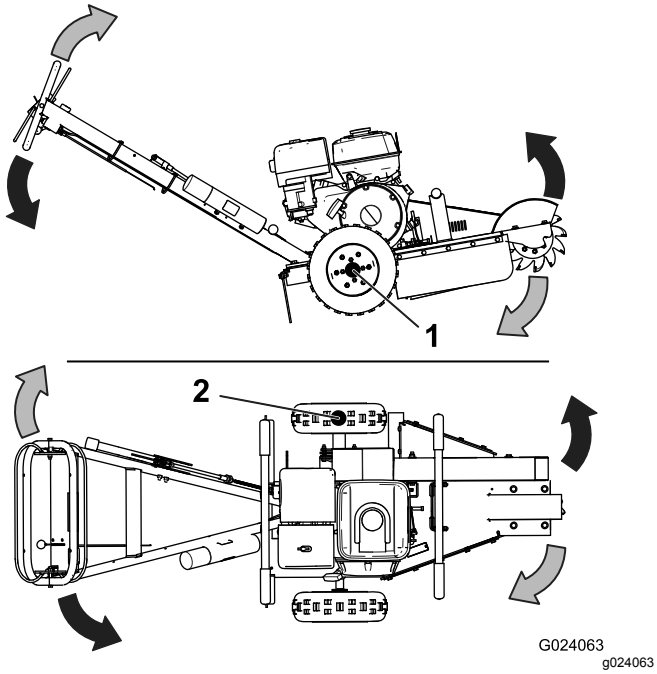

Figure 10
2. Appuyez sur le guidon pour soulever le disque de coupe du sol (Figure 10).
5. Écartez le disque de coupe de côté (Figure 10), puis abaissez-le d'environ 1 à 2,5 cm (½ à 1 po) dans le coin supérieur avant de la souche.